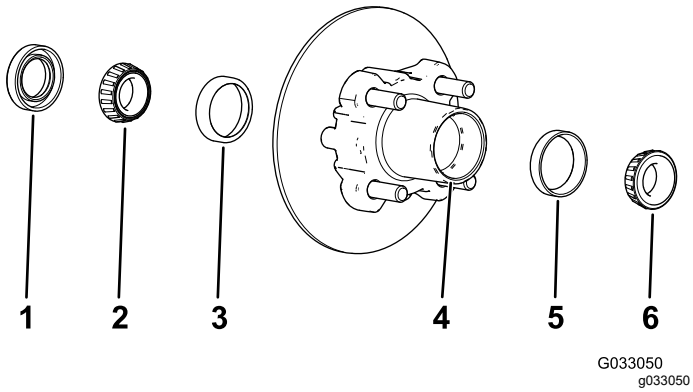

Figur 36
1. Avlägsna det yttre lagret och lagerbanan från navet (Figur 36)
2. Ta bort tätningen och det inre lagret från navet (Figur 36)
5. Avlägsna allt fett, smuts och skräp från håligheten i navet (Figur 36).
7. Fyll navets hålighet till 50–80 % med angivet fett (Figur 36).
8. Montera det inre lagret på banan på navets insida, och montera tätningen (Figur 36).